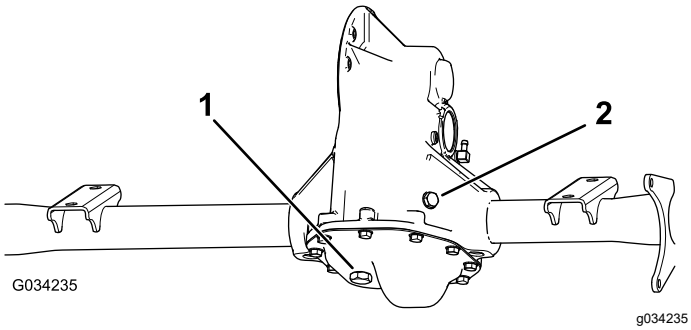

Figura 48
2. Tire o tampão de enchimento do conjunto eixo-transmissão (Figura 48).
3. Se o nível de fluido estiver baixo, retire o tampão de enchimento e adicione o fluido especificado até sair pelo furo (Figura 48).
1. Alinhe um recipiente de escoamento com o tampão de escoamento (Figura 48).
2. Retire o tampão de enchimento e o vedante (Figura 48).
3. Retire o tampão de escoamento e o vedante e deixe o fluido escoar completamente (Figura 48).